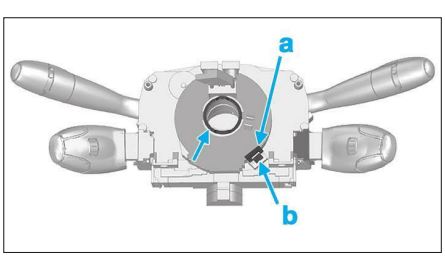

Fig. 4
• Le réglage est garanti par l'alignement de l'encoche (a) et de l'index (b) pour un produit de marque Delphi **(Fig.4)**.
• Appuyer au centre du contacteur tournant (flèche) **(Fig.4)**.
• Contrôler l'alignement de l'encoche (a) et (b) **(Fig.4)**.